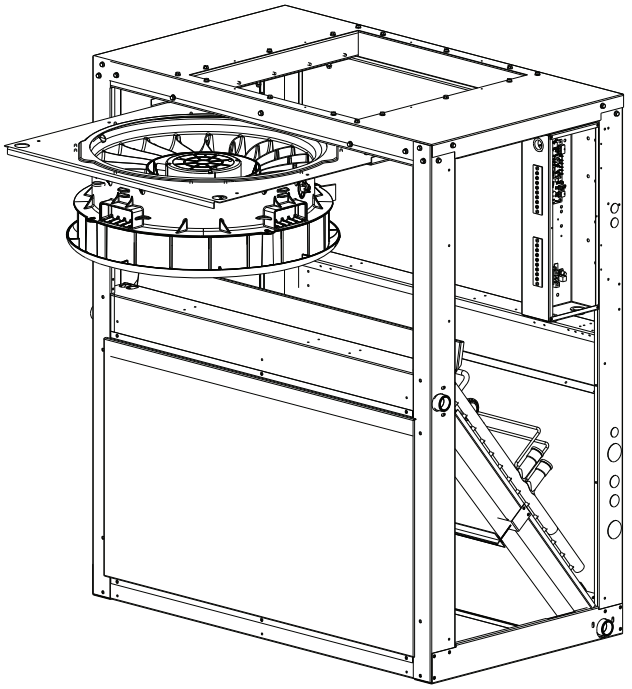

Fig. 41 — Slide Out Fan Deck Assembly
5. Slide fan deck assembly out of the panel opening that is being used. Side panel access will not be allowed. See Fig. 41.